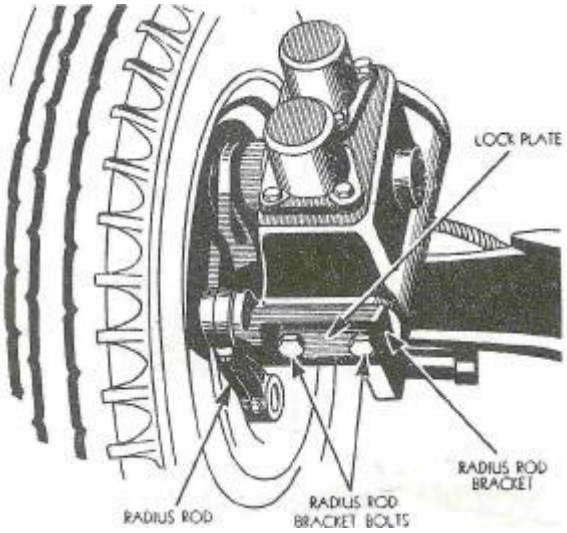

Fig. 68
2) Remove the two radius rod bracket bolts and lock plate, Fig. 68, grasp the radius rod and pull it and brake backing plate assembly off the spindle.